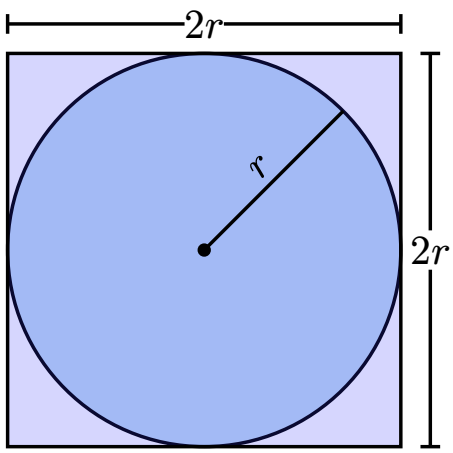

Figure 2: Fraction Volume of a Cubic Lattice.
2.2. Calculate the maximum volume fraction of a cubic lattice. To calculate the maximum volume fraction of a cubic lattice, we can refer to Fig. 2. As we can see, the sphere has occupied the maximum volume of the cubic, with the radius r. Meanwhile, the cubic has its side length $2r$.